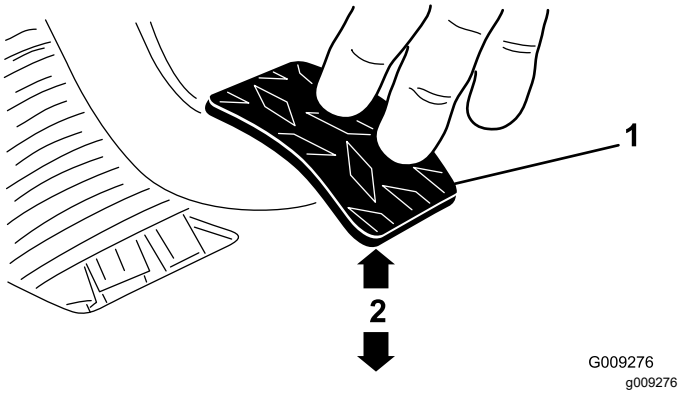

Figuur 69
3. Stel de contramoeren en/of kogelverbinding zo af dat de onderkant van het achterste deel van het koppelingspedaal 9,5 ± 0,3 cm is verwijderd van het ruitprofiel van de antislipvloerplaat, wanneer een kracht van 1,8 kg wordt uitgeoefend op het pedaal (Figuur 69).